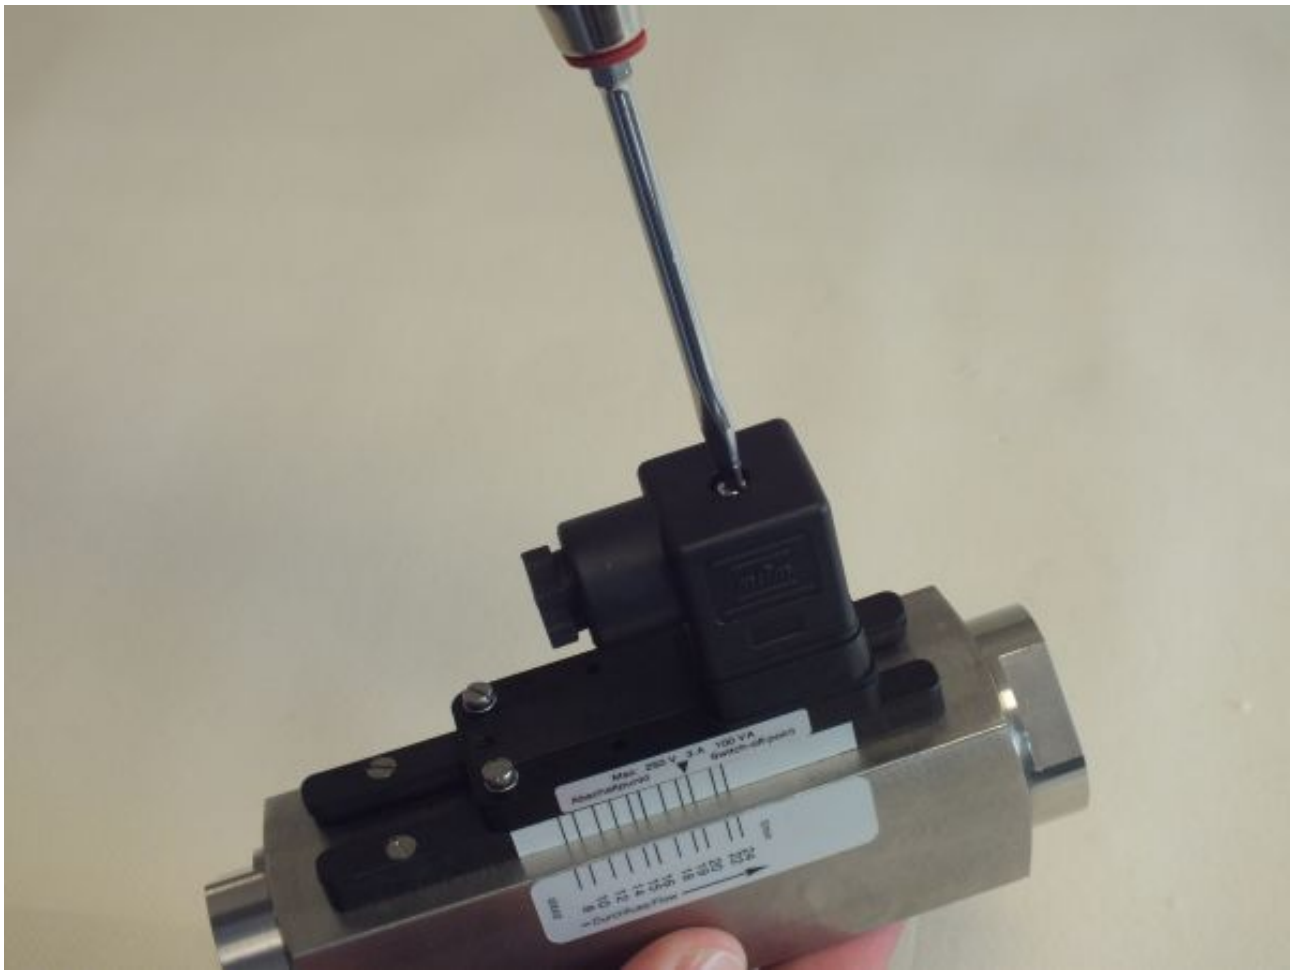

Fig. 57: Loosen female socket
1. Loosen the fixing screw of the female socket (*Fig. 57*) with a flat-bladed screwdriver